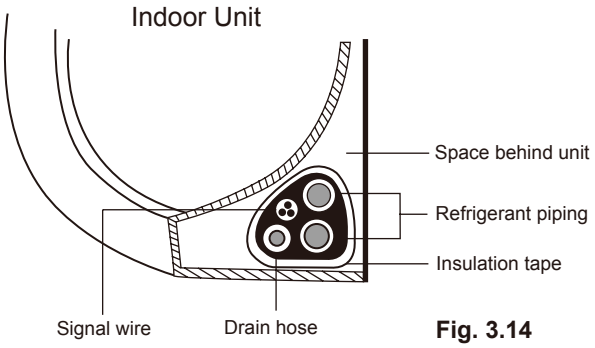

Fig. 3.14
1. Bundle the drain hose, refrigerant pipes, and signal cable according to **Fig. 3.14.**
3. Using insulation tape, wrap the signal wire, refrigerant pipes, and drain hose tightly together. Double-check that all items are bundled in accordance with **Fig. 3.14.**